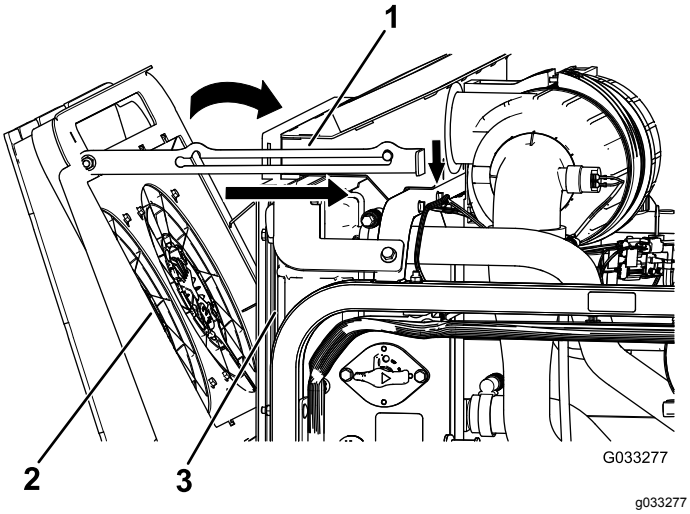

Figur 121
4. Sving motorens kjølevifter forover og lås støttestangen i hakket (Figur 121).